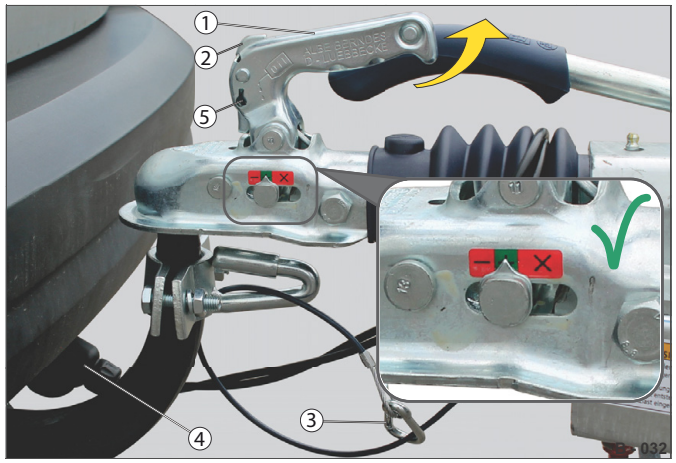

Abb. 10 Příklad: připojení brzděného přívěsu
Překontrolujte nadzvednutím rukojeti (Abb. 10/1) – bez zatlačení na pojistnou západku (Abb. 10/2) – nahoru.
▶ Připevněte záchytné lanko / odtrhové lanko (Abb. 10/3) na zařízení, resp. oku na tažném zařízení vozidla. - viz „Zajištění přívěsu (nebrzděný)" na straně 73 nebo viz „Zajištění přívěsu (brzděný)" na straně 74.